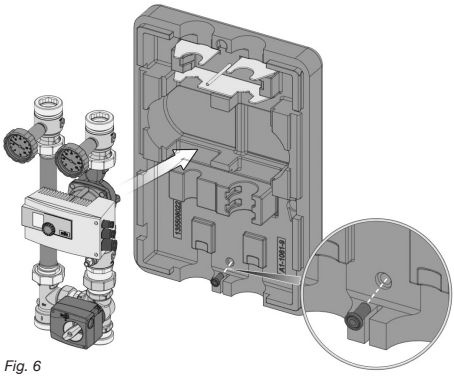

Fig. 6
7. Fixer la fixation murale (6) sur le mur à l'aide d'écrous hexagonaux de 12 mm (fig. 6).
8. Monter la partie arrière de la coquille d'isolation sur la fixation murale (fig. 6).
9. Introduire la pièce intercalaire (8) dans le perçage inférieur de la partie arrière de la coquille d'isolation et la fixer sur le mur à l'aide d'un écrou hexagonal de 12 mm (fig. 6).
10. Placer le groupe de robinetterie (5) dans la partie arrière de la coquille d'isolation (7) et le fixer avec la plaque d'arrêt (4) et l'écrou hexagonal (3) (fig. 6).
11. Monter le bloc d'insertion (2) (en deux parties) (fig. 6).